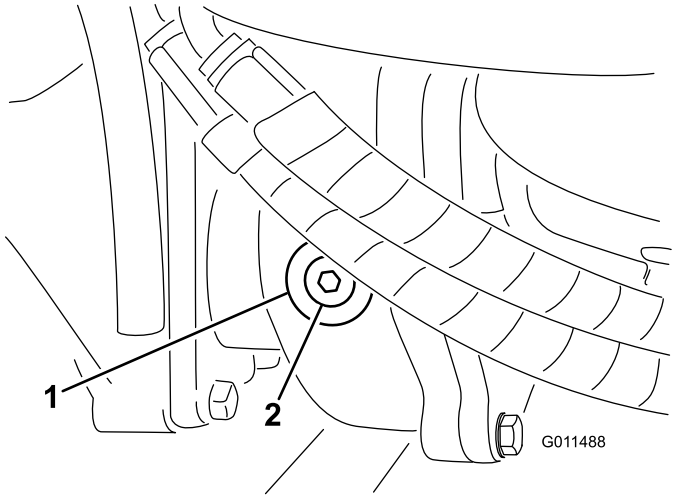

Figuur 16
2. Verwijder de controle/vulplug aan de linkerzijde van de tandwielkast (Figuur 16) en controleer of de tandwielolie tot aan de onderkant van de opening komt. Als het peil te laag is, vult u voldoende tandwielolie bij totdat het peil de onderkant van de opening bereikt.